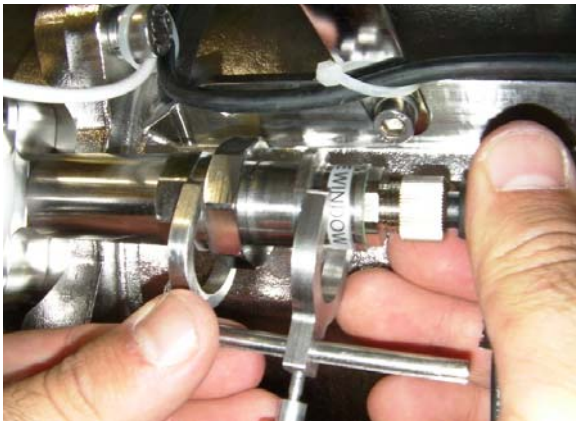

Figure 11-25: Adjusting the Reference sensor
Step 6. When you insert a Reference Master sensor or return a sensor to its place, using the set caliper (calibrated to the original UVIS sensor's position) adjust the sensor so that it is set to the position of the original. Refer to **Figure 11-25** to the left.